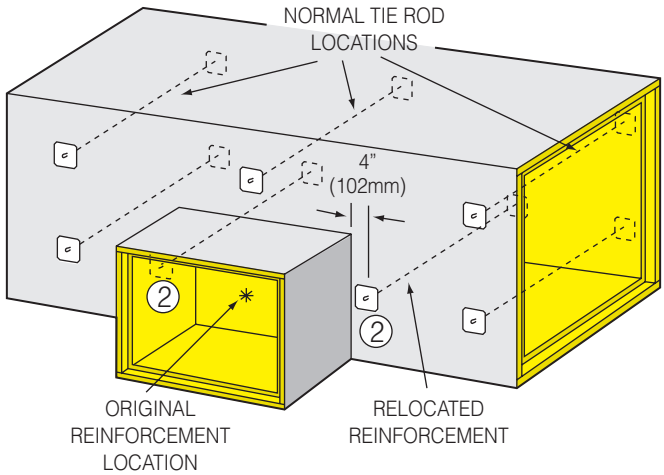

Fig. 5-17B. Trunk duct reinforcement with relocated tie rods.
If branch is located so it interferes with normal tie rod locations per Table 5-1, install tie rods 4" (102mm) from both sides of branch opening per ②, Fig. 5-17B.